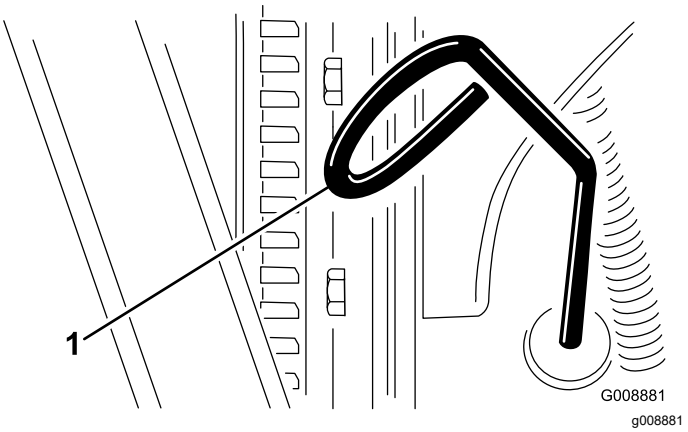

Rysunek 59
3. Wyjmij wskaźnik poziomu oleju, wytrzyj go i włóż ponownie (Rysunek 59).